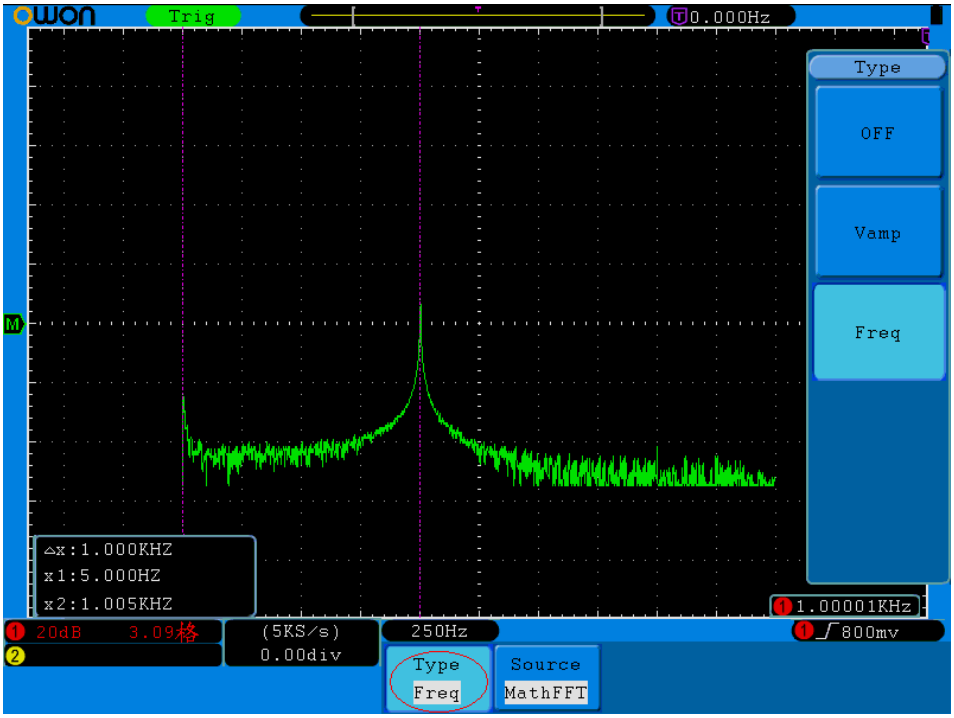

Рисунок 5-66 Использование курсоров для измерения частоты в режиме БПФ
3. Переместите курсоры 1 и 2 в нужное положение в соответствии с формой сигнала с помощью регуляторов **VERTICAL POSITION**; в окне слева внизу экрана будут отображаться разность значений для курсоров 1 и 2, а также значения частоты, соответствующие положениям курсоров (см. рис. 5-66).